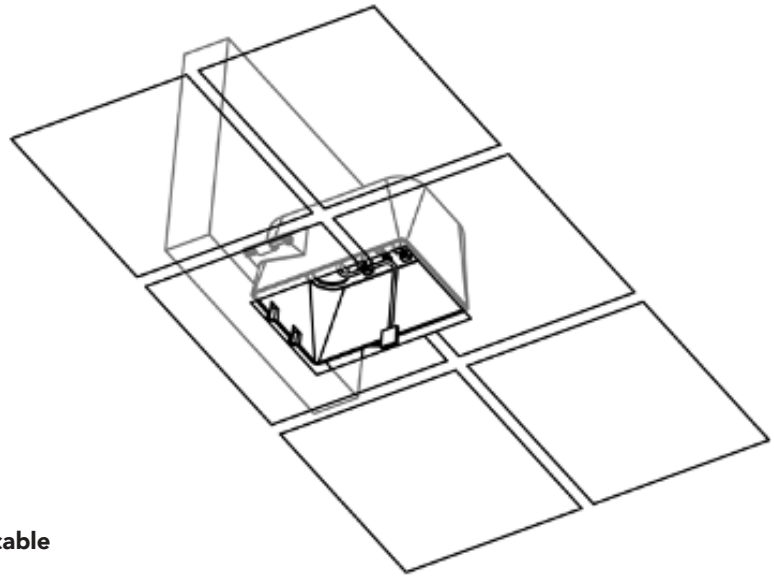

Figure 10
5. After the junction box is completely installed, ensure that you create an opening in the steam room ceiling that aligns with the junction box **(Figure 10)**.